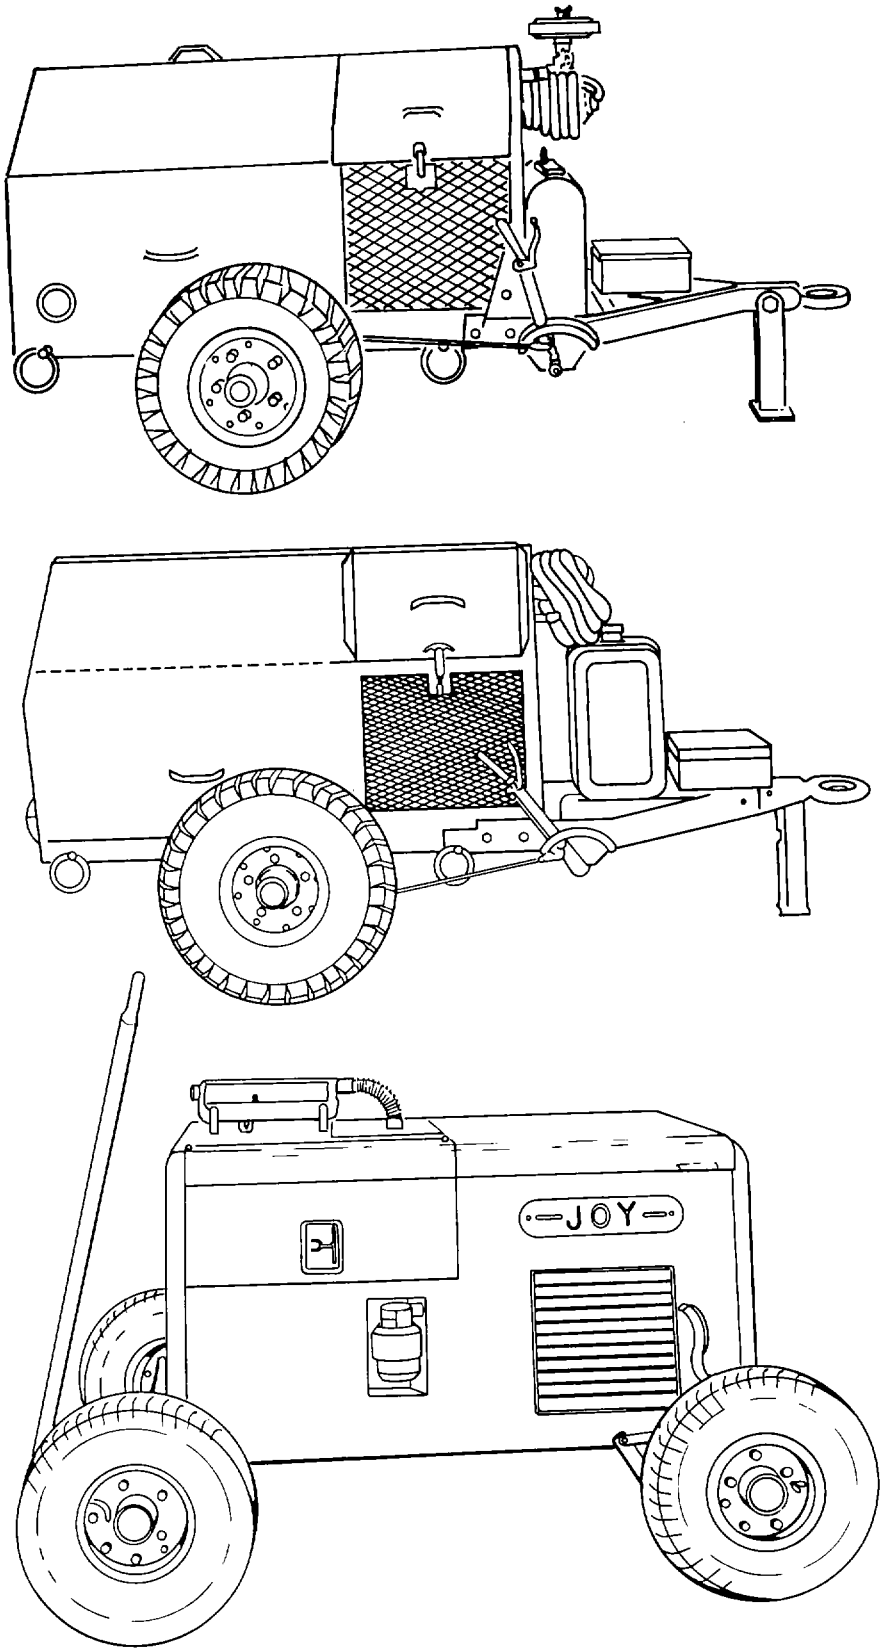

Figure 9-14. Typical Air Compressors
g. Air Compressors. Air compressors, shown in figure 9-14, are portable sources of compressed air. They are self-contained and mounted on a two or four wheel trailer frame.
(1) Purpose. An air compressor is designed to continuously deliver a rated volume of air at a rated pressure. Depending upon the flow (rated in cubic feet per minute or cfm) and the pressure (rated in pounds per square inch or psi), an air compressor provides air for the following uses:
(2) Types. Air compressors are typed by the maximum flow and pressure they can produce. Generally, the low pressure compressors provide up to 175 psi and are used for pneumatic tools, spray guns, greasing equipment, and so forth. The high pressure compressors produce pressures of 3,000 to 3,500 psi. These are used for tasks such as charging accumulators, struts, and pneumatic systems on aircraft. The external appearance of types may vary by model number or manufacturer. The air compressors shown in figure 9-14 are typical of those found in maintenance organizations.
(3) Principles of operation. Air compressors have a gasoline engine which drives the compressor, either by a belt or through a clutch. The compressor has low and high pressure cylinders. Air is drawn into the low pressure cylinder through the air filter and delivered to the high pressure cylinder through the intercooler coils. The compressed air then goes through a check valve to the receiver tank. The check valve prevents back flow.
(4) Safety practices and procedures. The following special precautions should be observed when using air compressors:
(5) Operating procedures. Consult the applicable maintenance manual for the type and model air compressor being used for specific instructions. The following general procedures pertain to the operation of the air compressor: